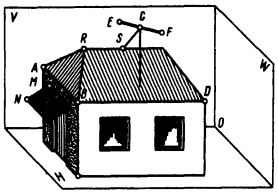
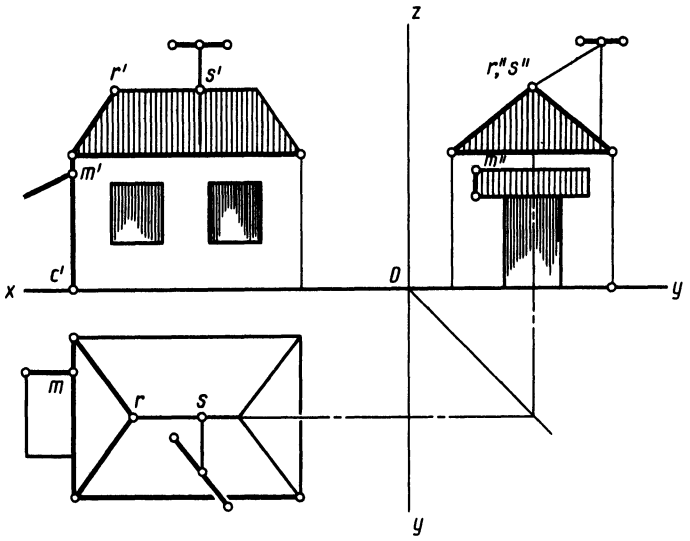

Рис. 196
Рис. 197
78. Дано аксонометрическое изображение дома (рис. 196), отнесенное к плоскости проекций V, H, W, и его чертеж в трех проекциях (рис. 197).